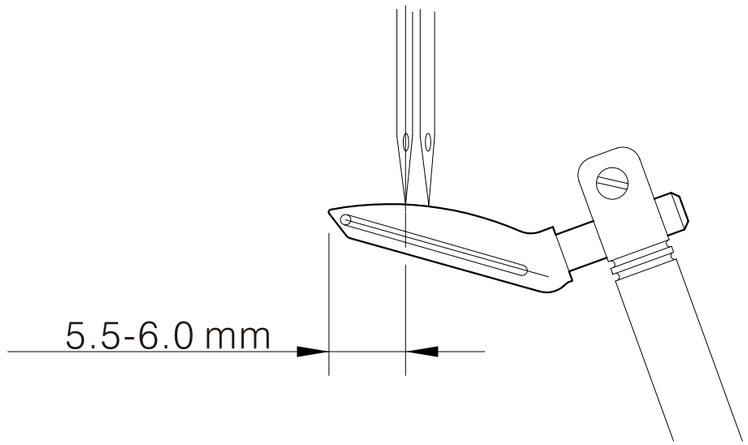
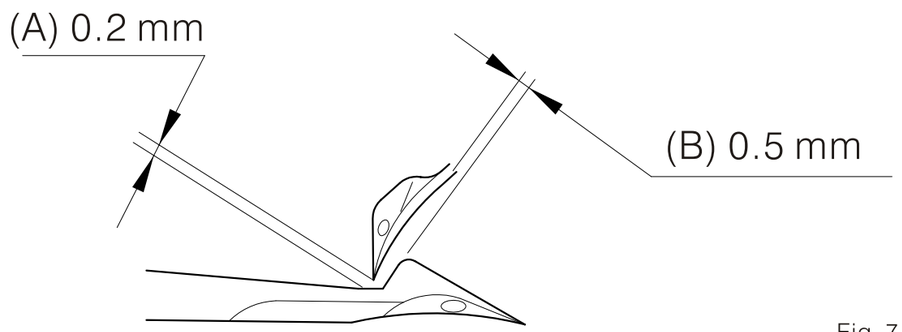
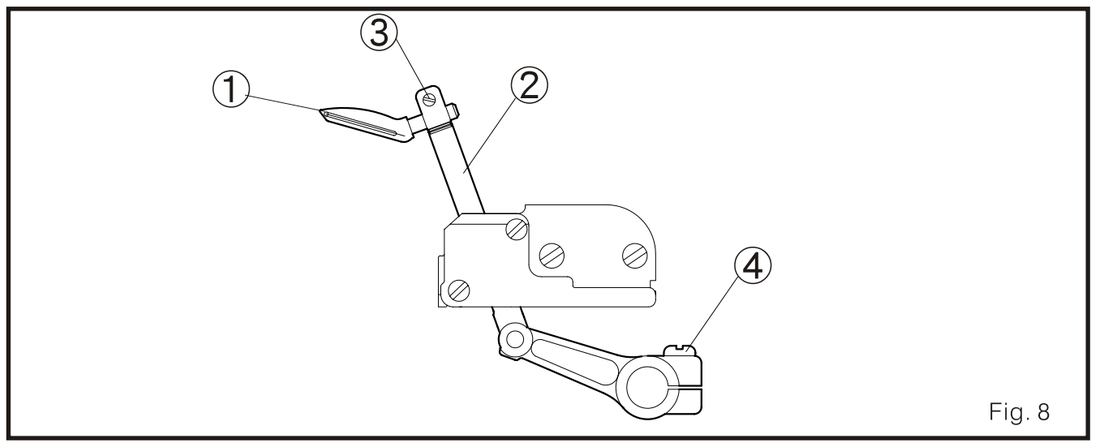

Fig. 6
Fig. 7
Fig. 8
4. Requerimientos de la posición estándar bucleador superior y ajuste. (Fig. 6, Fig. 7, Fig. 8)
(1) Cuando el bucleador superior este localizado en el punto muerto izquierdo, la distancia entre la punta del bucleador superior y la aguja izquierda debe ser:
b. Cuatro hilos: 5.5 mm ~6.0 mm (Fig. 6)
(2) La distancia entre el bucleador superior e inferior cuando se acercan al punto mas cercano posible debe ser de 0.2 mm ~0.5 mm (Fig. 7)
(3) El Ajuste:
b. Mueva el bucleador superior al punto muerto superior, afloje el tornillo 4 y tome el centro de la aguja izquierda como la línea estándar para ajustar bucleador superior el a la distancia de 5.5 mm ~6.0 mm (estándar 4 hilos) (Fig. 6)
c. Gire la palanca hasta que el bucleador inferior pueda alcanzar el punto más cercano. Ajuste el bucleador inferior hasta que la distancia sea de 0.2 mm ~ 0.5 mm (Fig.7) Después de confirmar, ajuste el tornillo 3 y 4.(Fig.8)